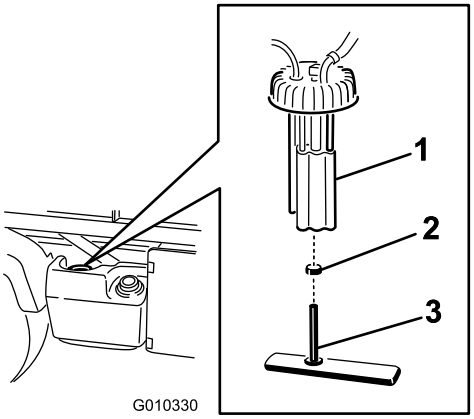

Figuur 44
2. Koppel de bedrading van de brandstofpomp los (Figuur 44).
3. Maak de slangklem los en ontkoppel de brandstofleiding van de dop van de brandstofpomp (Figuur 44).
4. Draai de dop van de brandstofpomp los van de bovenzijde van de brandstoftank (Figuur 44).
5. Verwijder de brandstofpomp en het brandstoffilter van de tank (Figuur 44).
6. Verwijder de klem waarmee de slang van het brandstoffilter aan de fitting van de brandstofpomp is bevestigd. Verwijder de slang van de fitting (Figuur 44).